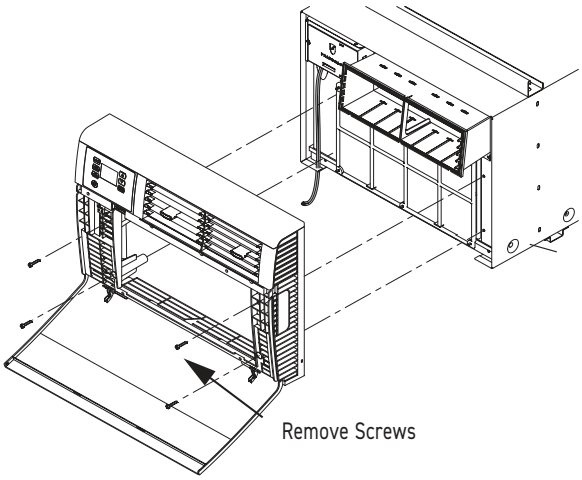

Figure C.6.2
C. Remove 4 screws attaching decorative front cover. Save to reinstall later. (See figure C.6.2)